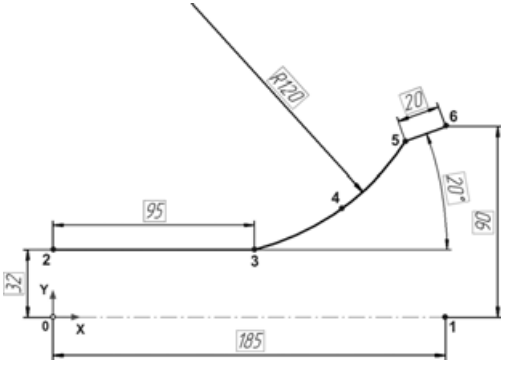

Рис. 5.168
- Проставьте линейный наклонный размер, определяющий длину отрезка 5-6, введите значение 20 (рис. 5.168).